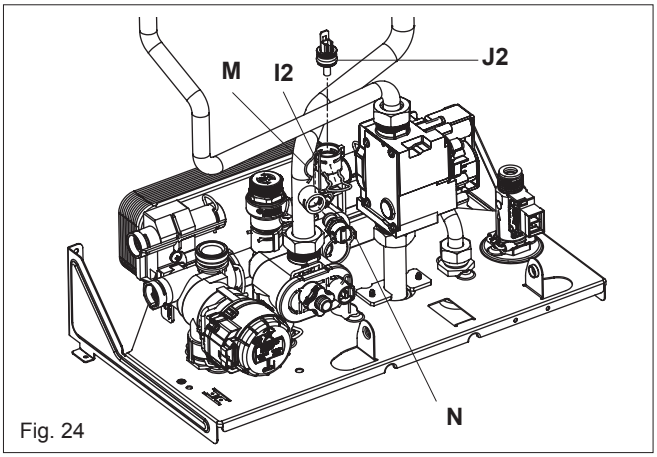

Fig. 24
6.8 WATER PRESSURE SWITCH (fig. 24)
6.20.4 DHW THERMISTOR (fig. 24)